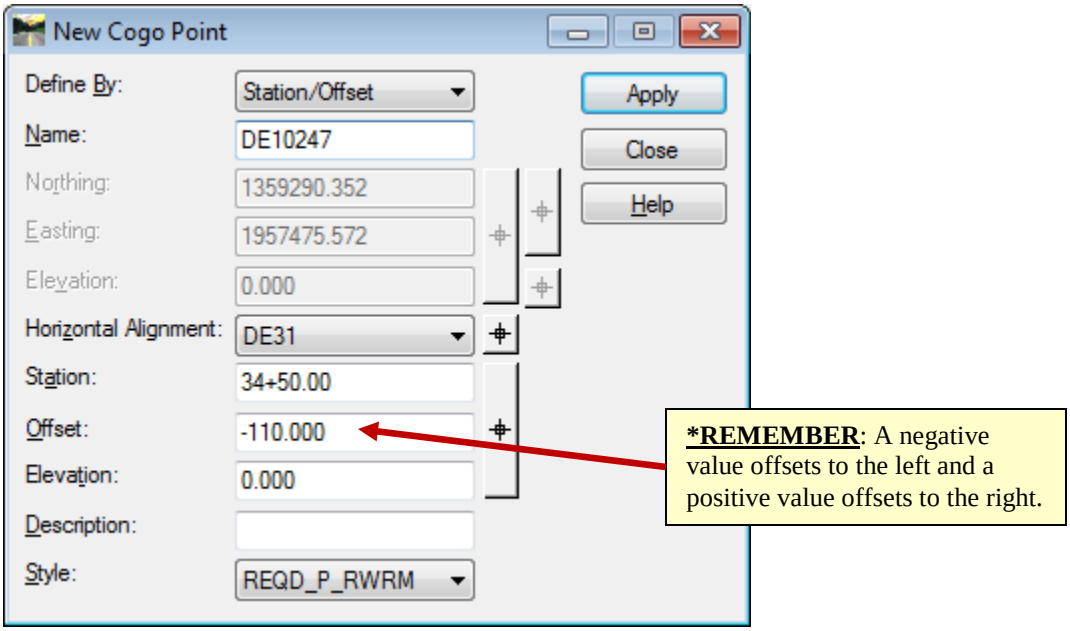
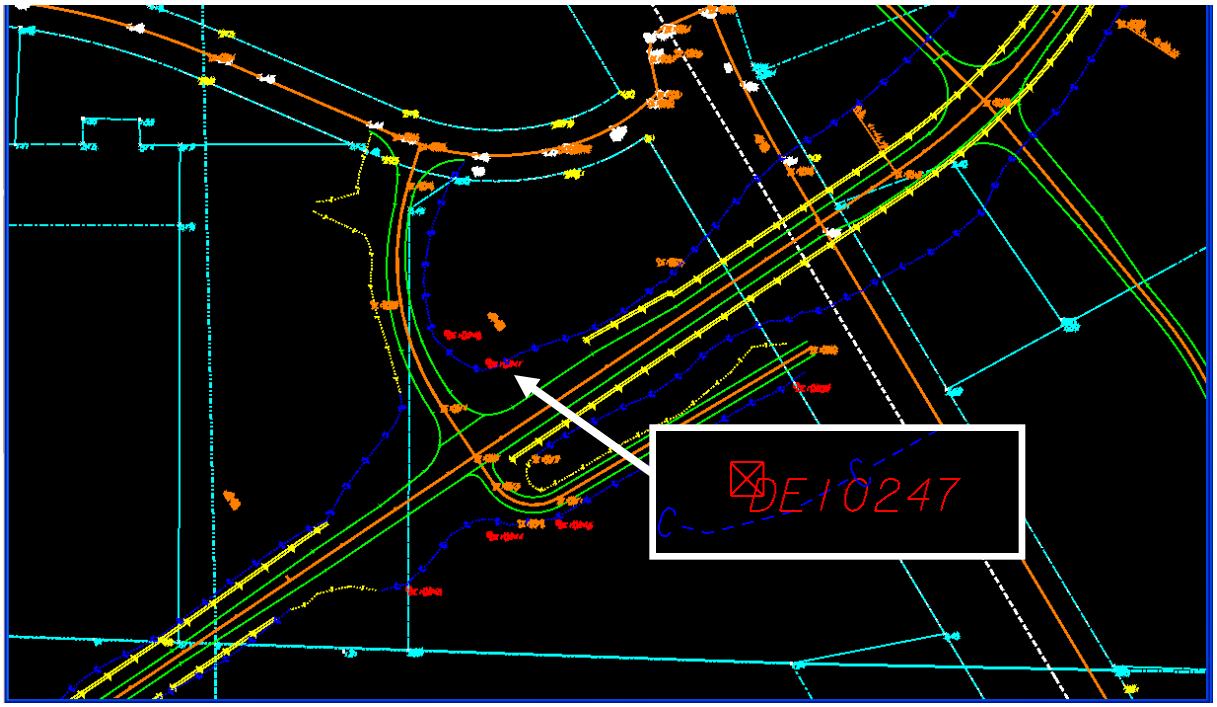

Figure L12-29 New Cogo Point
Figure L12-30 MicroStation View
30.	**Store a Cogo Point at Station 34+50 on Alignment DE31 Offset 110' Left.** • In the **New Cogo Point** dialog, match the entries as shown in *Figure L12-29*. • Click **Apply** but do **not** close the **New Cogo Point** dialog. • If a **Results** window appears – click **Close** to exit the **Results** window. • Ensure Point **DE10247** was stored and drawn in MicroStation as shown in *Figure L12-30*.